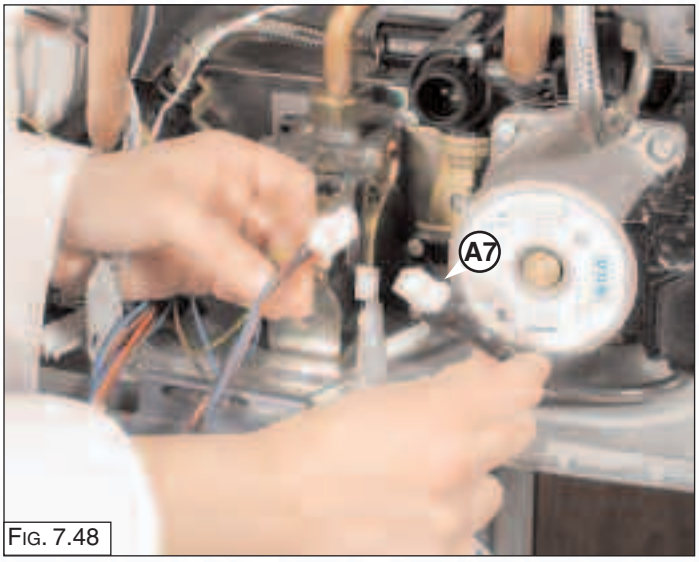

Fig. 7.48
*1.* Unplug the electrical connection “A7” (Fig. 7.48);